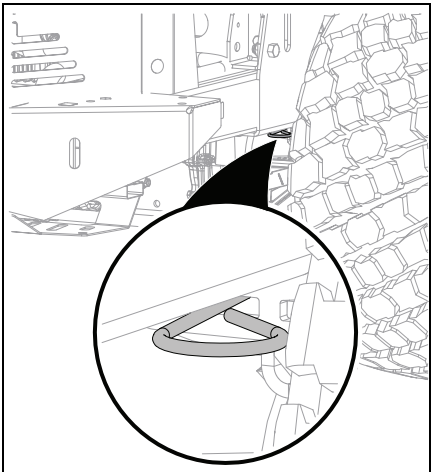

Figure 27
5. Return transaxle bypass levers to operating position. See Figure 27.